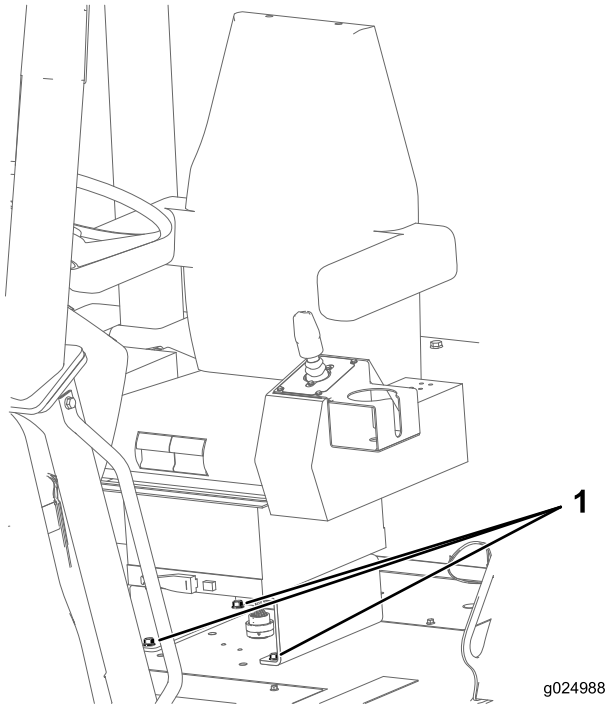

Figure 112
1. Vérifiez que les boulons qui fixent le siège au châssis de la machine sont serrés à un couple de 27 à 34 N·m (20 à 25 po-lb); voir Figure 112.